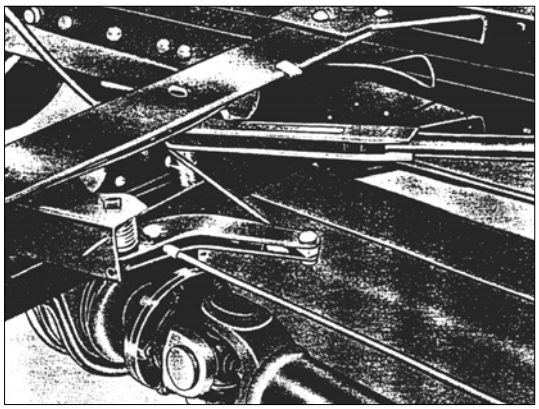

РИС. 255
3) Открутите гайки крепления кронштейна подвесного подшипника к поперечине рамы (см. рис. 255). Осторожно положите задний конец передней части карданного вала на землю.
г) Затяните гайки болтов крепления кронштейна подвесного подшипника с требуемым крутящим моментом (см. рис.255).